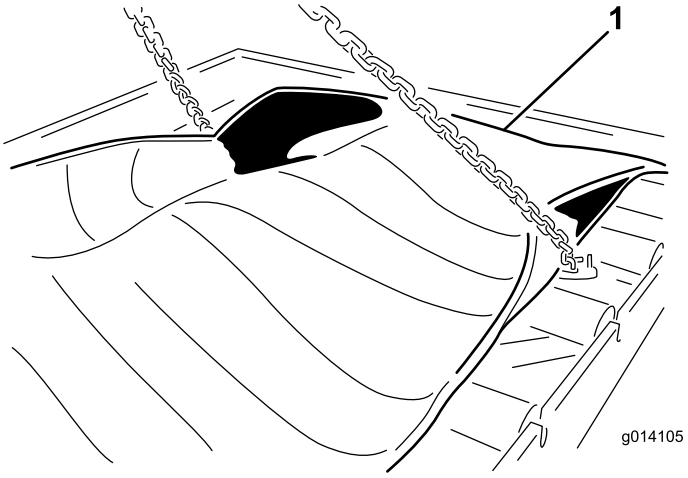

Figur 48
23. Avlägsna de (24) bultarna för att frigöra patronen (Figur 48).